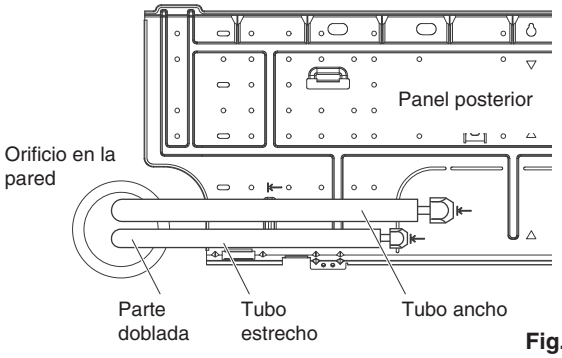

Fig. 3-28
(1) Introduzca el tubo y la manguera de drenaje en la pared, dejando una longitud suficiente para la conexión. A continuación, doble el tubo con un doblador de tubos para realizar la conexión. (Fig. 3-28)
(2) Cambie la manguera y la tapa de drenaje.